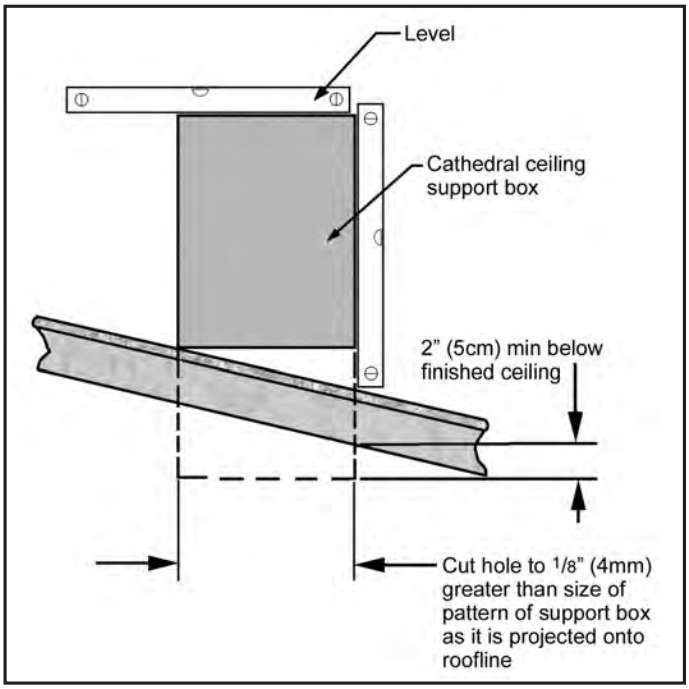

Figure 41: Cathedral Ceiling Support Box Leveling.
4. Lower the "Support Box" through the hole in the roof until the bottom of the "Support Box" protrudes at least 2 inches (5 cm) below the ceiling. Align the "Support Box" both vertically and horizontally with a level as shown in Figure 41 Temporarily tack the "Support Box" in the place through the inside walls and into the roof sheathing.